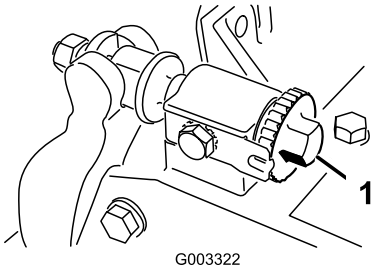

Figur 22
1. Lossa kontakten mellan cylindern och underkniven genom att vrida knivens justeringsreglage (Figur 22) moturs tills det inte förekommer någon kontakt längre.